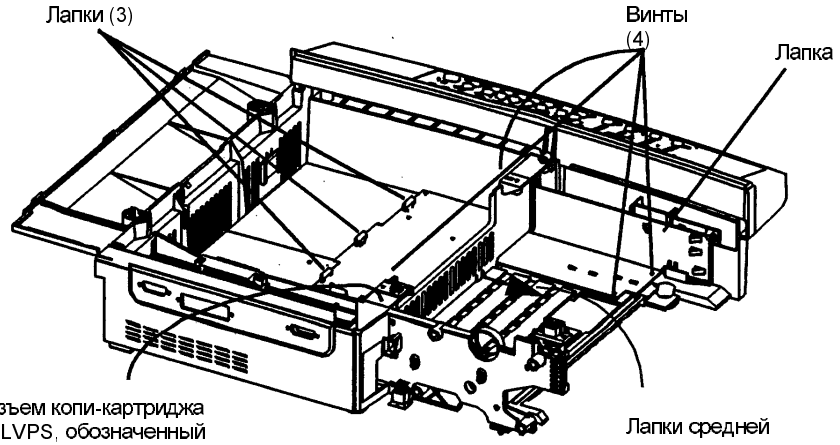

Рис. 1. Демонтаж высоковольтного блока питания HVPS
13. Снимите блок питания высокого напряжения HVPS (Рис. 1).
c. Отвинтите винты (4).
3. Убедитесь, что лапки фиксируют блок HVPS на его месте (смотрите Рис. 1 процедуры демонтажа).
4. Заверните винты (4) (смотрите Рис. 1 процедуры демонтажа).
5. Установите среднюю стенку и убедитесь, что жгут монтажных проводов подсоединен к разъему CRUM на блоке LVPS. (смотрите Рис. 1 процедуры демонтажа).